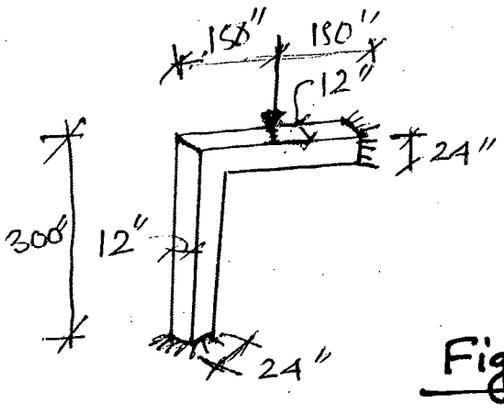

Figure 10 (Question 7(a))
7. (a) Derive the stiffness matrix for the frame shown in Fig. 10. Consider axial deformation. Take E = 3000 ksi. **(26⅔)**